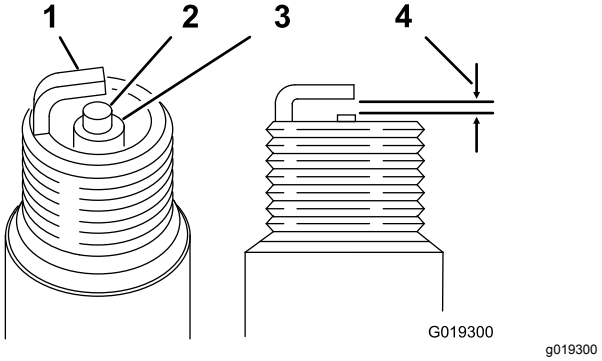

Figur 32
Elektrodeavstand: 0,70 til 0,80 mm. Se Figur 32.
4. Still inn elektrodeavstanden til 0,70–0,80 mm som vist i Figur 32.